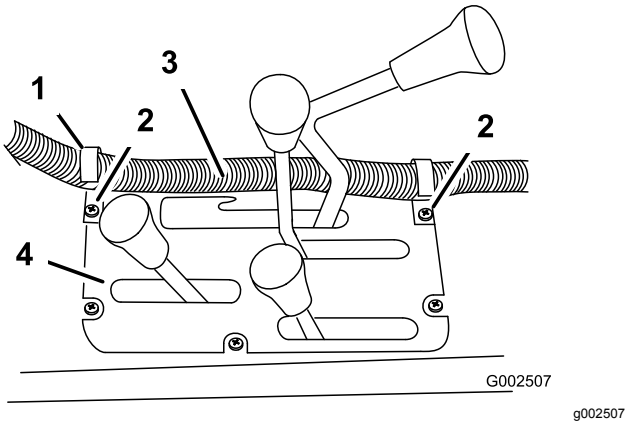
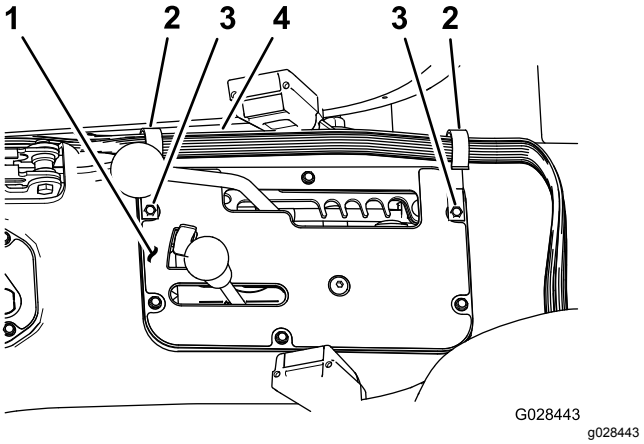

Figuur 20
Figuur 21
1. Bevestig 2 J-clips met de aanwezige schroeven aan het middelste bedieningspaneel op de plaatsen die aangegeven zijn in Figuur 20 of Figuur 21.